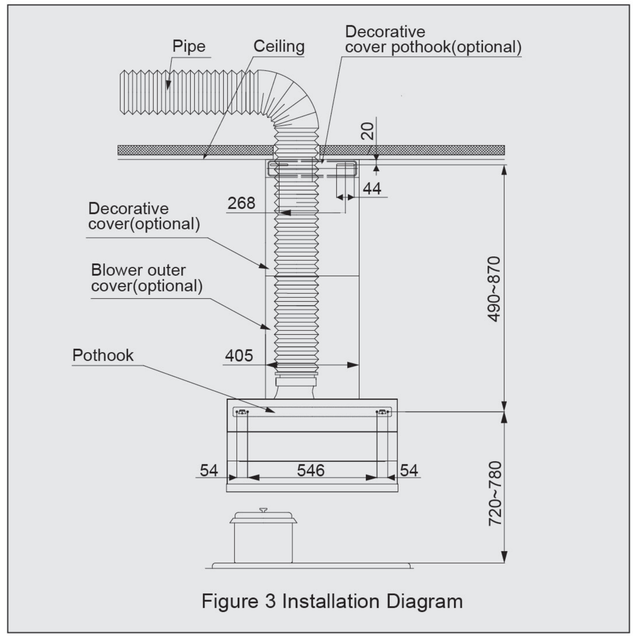

Figure 3 Installation Diagram
2. Refer to Fig 1, set the right position on the wall to drill and then firmly imbed the expansion pipe. Insert wooden screws to tighten the fixed pothook and decorative cover pothook; then use two ST3.9×9.5 self-tapping screws to fix the decorative cover on the suspended ceiling (see Fig 2 and Fig 3).
(Fig.3)